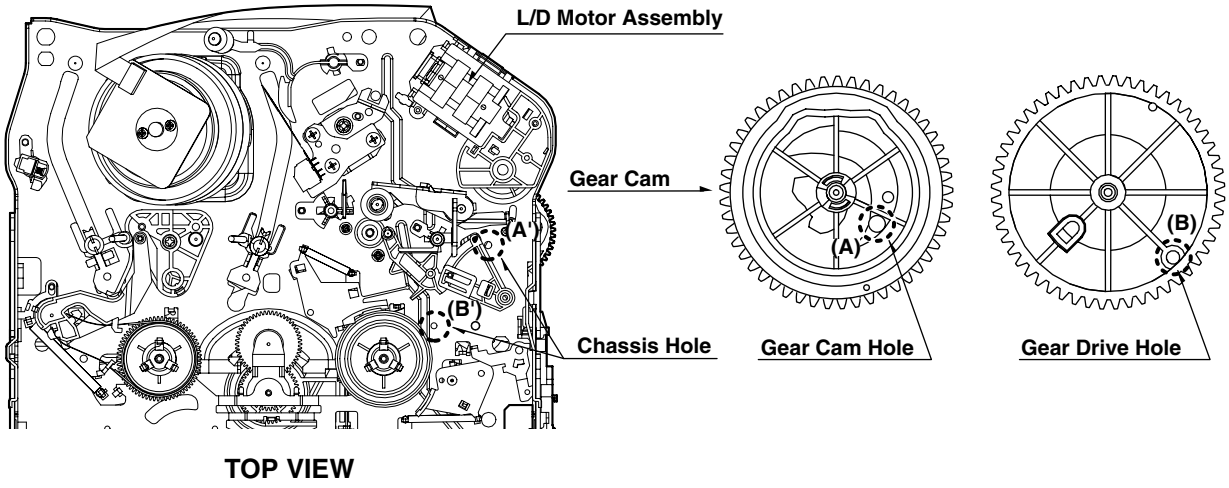

Fig. C-2
2) Remove the Top Cover and Plate Assembly Top, visually check if the Gear Cam Hole is aligned with the Chassis Hole as below Fig. C-2.
3) IF not, rotate the Shaft of the Loading Motor to either clockwise or counterclockwise until the alignment is as below Fig. C-2.